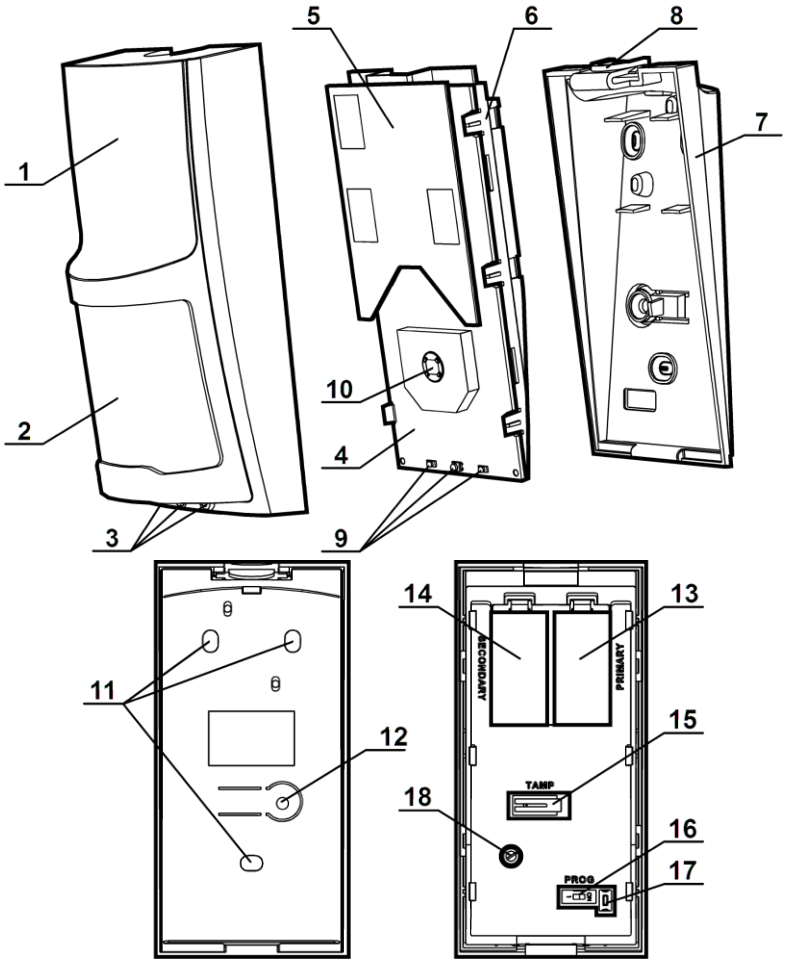

Рисунок 1
Извещатель (рисунок 1) состоит из крышки (1) с линзой Френеля (2); печатной платы (4), установленной в держателе (6) и основания корпуса (7).